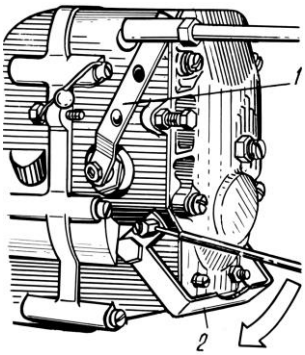

Рис. 4. Подача выключена:
11) установив скобу 2 (рис. 4) регулятора в положение выключенной подачи топлива, в течение 10-15 секунд проворачивать стартером коленчатый вал двигателя и по показаниям манометра определить, есть ли давление в системе смазки. При наличии давления можно произвести пуск двигателя.